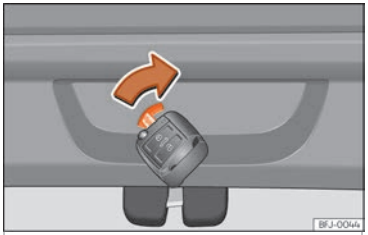

Fig. 87 Détail du coffre à bagages : déverrouillage d'urgence.
- Introduisez le panneton de la clé dans la rainure et appuyez sur le levier dans le sens de la flèche jusqu'à ce que la serrure se déverrouille ››› **fig. 87**.